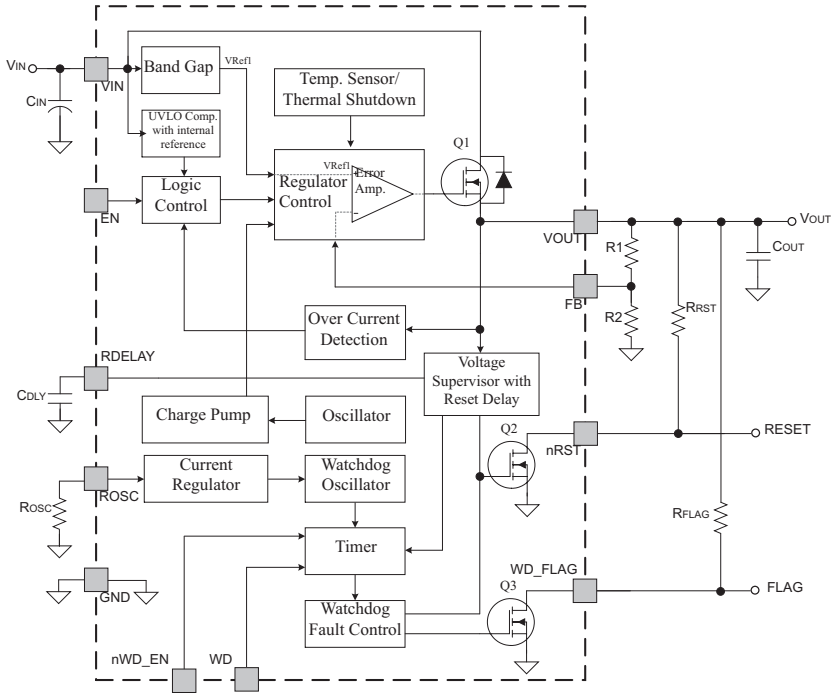

**Figure 15. TPS7A6401-Q1 (Adjustable Output Voltage With Flag Output)**
- R1, R2 = feedback resistors (see Figure 15) (2)